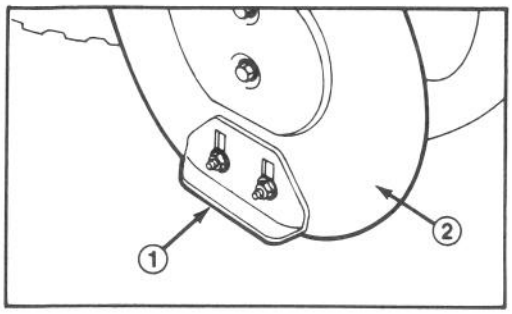

Abbildung 20
1. Die Schneefräse auf eine ebene Fläche stellen. Die vier Bundmuttern (Abb. 20) mit denen beide Kufen an den Seitenplatten des Räumgehäuses befestigt sind, lösen. Die Kufen müssen sich nach unten und oben verschieben lassen.
3. Die vier Bundmuttern (Abb. 20), mit denen beide Kufen an den Seitenplatten des Räumgehäuses befestigt sind, lösen. Dann die Kufen ganz nach unten schieben, so daß das Räumgehäuse größtmöglichen Abstand vom Boden hat. Nun die Bundmuttern wieder festziehen.